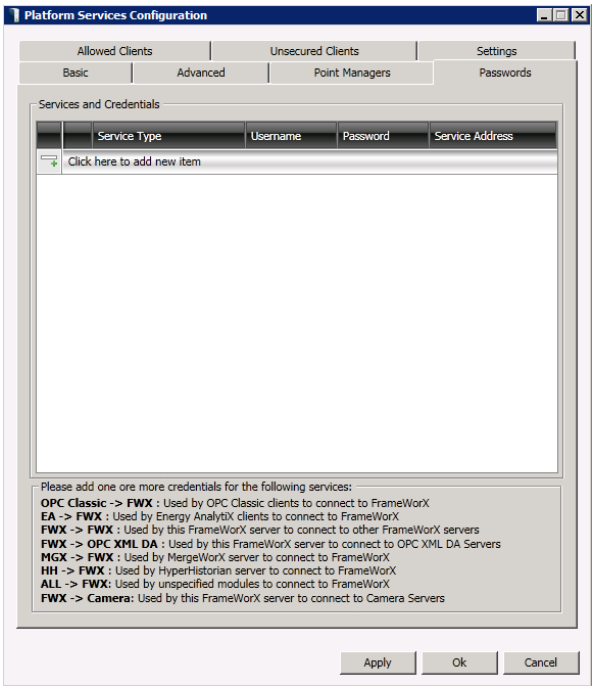

Figure L14.4 – FrameWorX64 Authentication Configuration
4. Figure L14.4 shows the **Platform Services Configuration → Passwords** dialog.